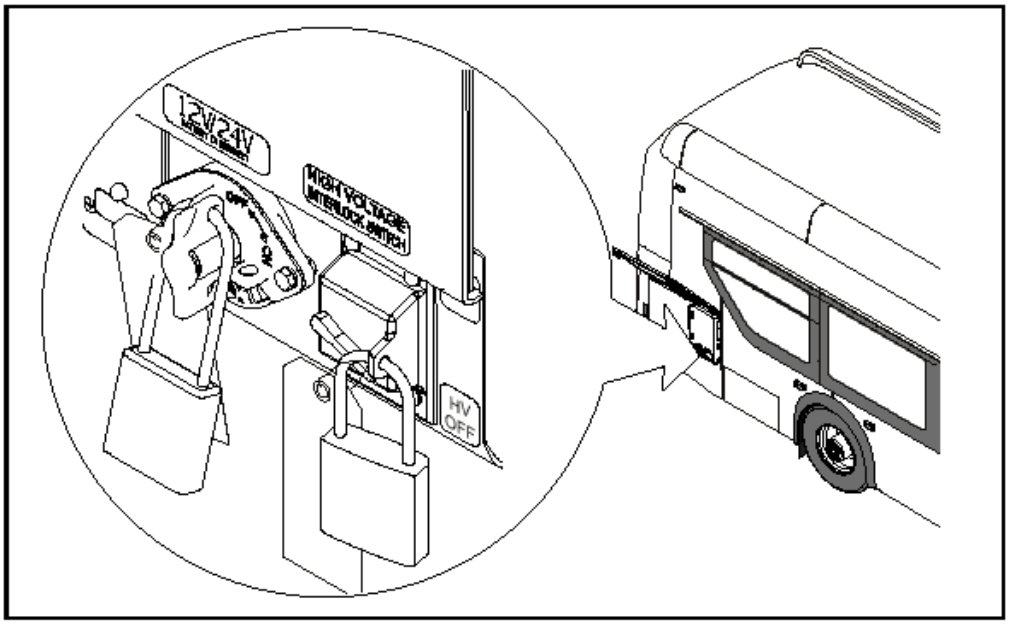

Figure 1: Lockout tagout location reference
1.4 Lock and Tag the electrical system of the bus out and retain the key. See Figure 1.